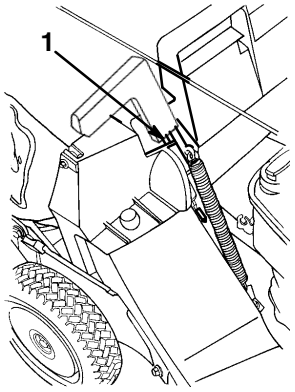

Afbeelding 15
5. Trek de handgreep van de kokerdeur naar voren en beweeg de handgreep naar achteren totdat de pen vergrendeld raakt in de inkeping van de zak (Afb. 15).